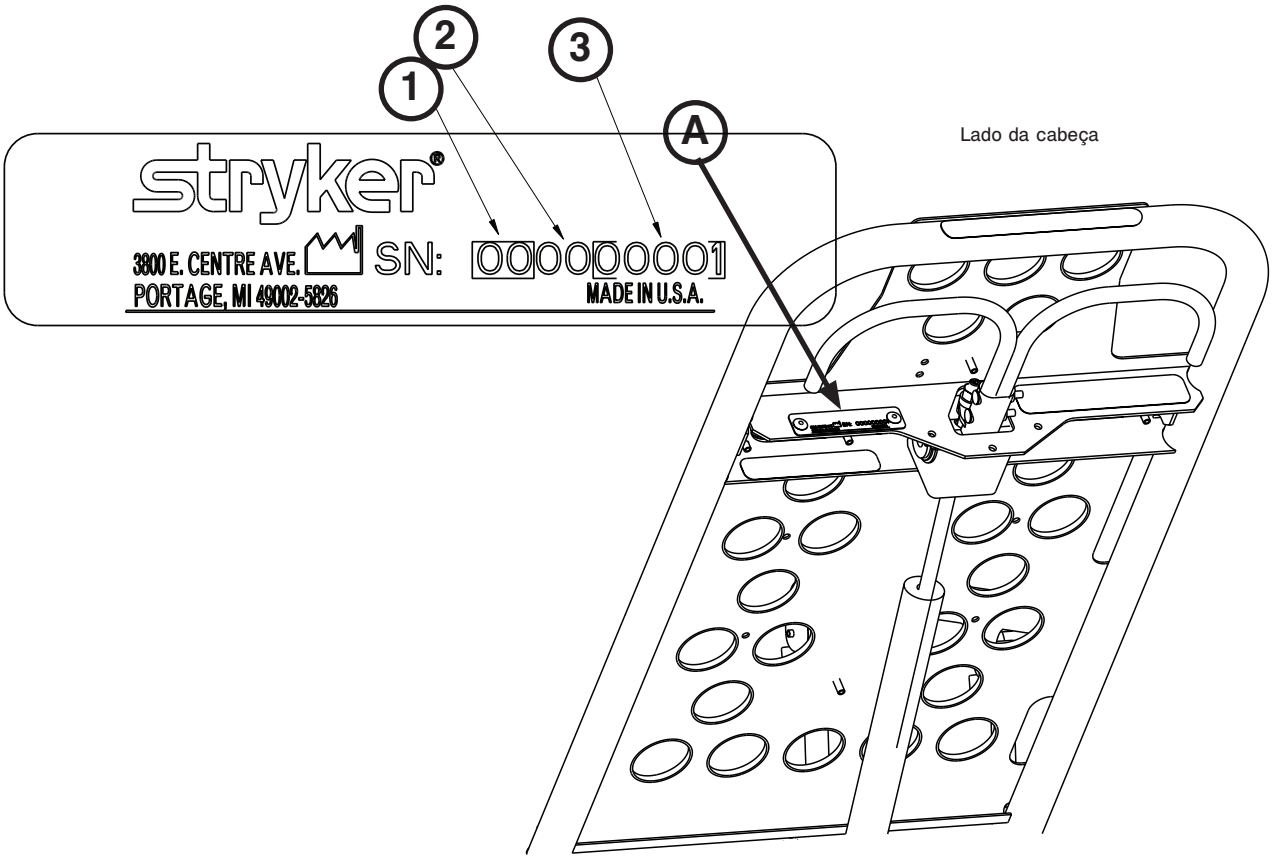

Figura 1
Ter o número de série (A) do produto da Stryker à mão (conforme ilustrado na Figura 1) aquando do telefonema para o Serviço de Apoio ao Cliente ou Assistência Técnica da Stryker. Incluir o número de série em toda a comunicação escrita.
Consultar a Figura 1 e a chave que se segue para informações adicionais sobre o número de série: